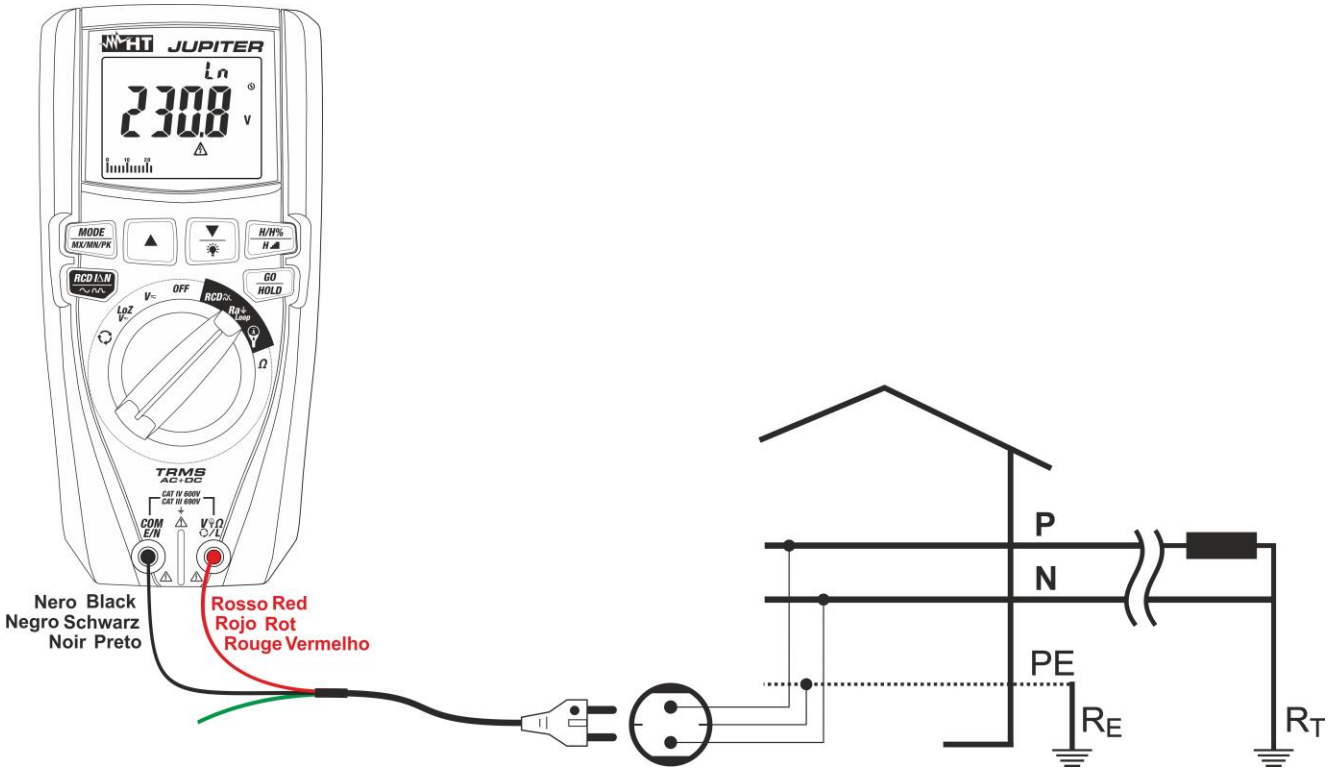

Fig. 25: Utilisation de l'instrument pour mesurer l'impédance de Loop L-N avec câble avec prise Schuko.
7. **Pour mesurer la Loop L-N** si on utilise le câble avec la fiche Schuko, introduire le conducteur rouge dans la borne d'entrée **VΩL** et le conducteur noir dans la borne d'entrée **COM/E/N** puis connecter l'instrument à l'installation sous test (voir Fig. 25). La valeur de la tension Phase-Neutre apparaît à l'écran.